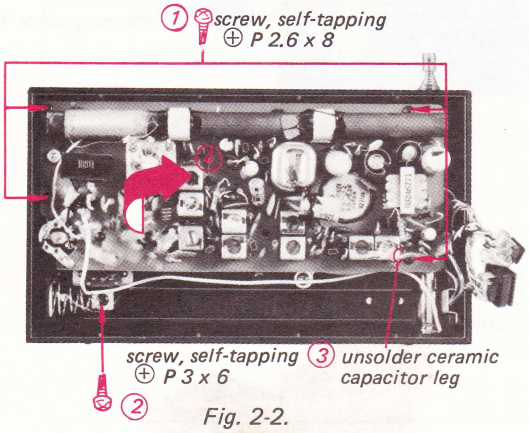

Fig. 2-2.
2 Remove the four self-tapping screws ① as shown in Fig. 2-2.
3. Remove the self-tapping screw ②
4. Unsolder the ceramic capacitor leg ③ at the IFT shield case as shown.
5. Remove the printed circuit board in the direction shown by the arrow ④